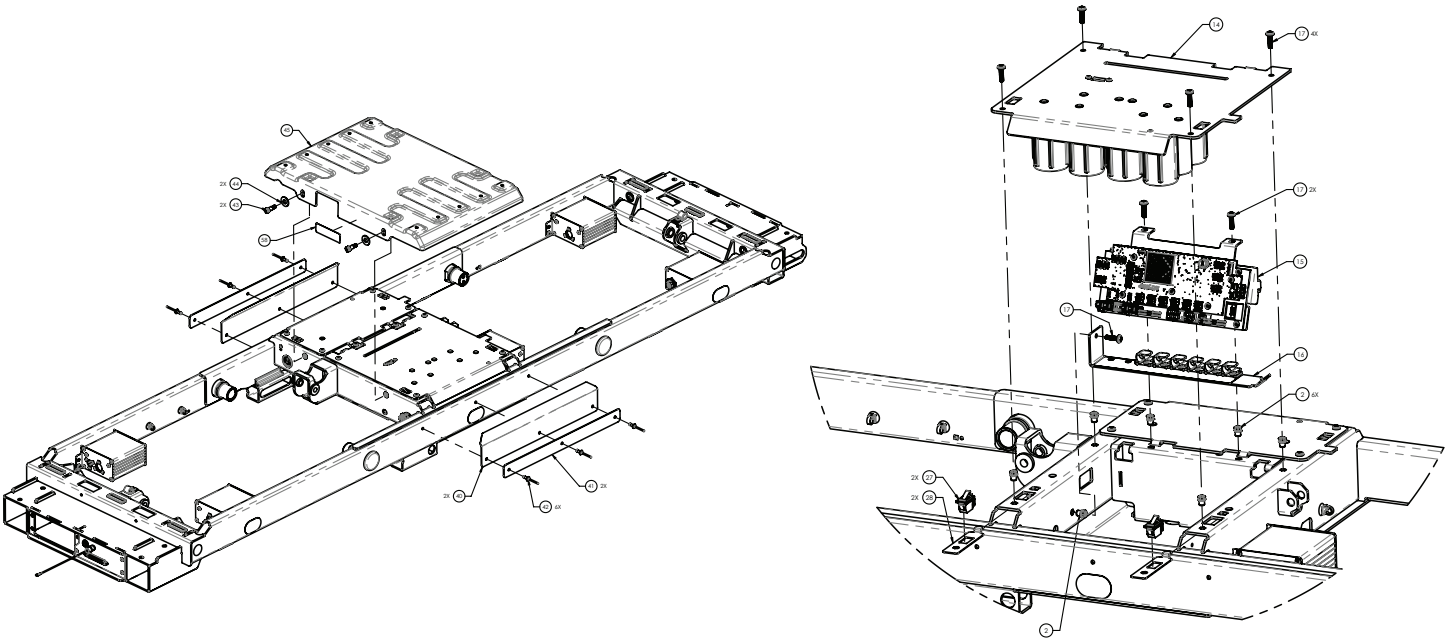

Figure 10 – Remplacement de l'UCP
6. À l'aide d'un tournevis hexagonal de 5/32 po, retirer et conserver les deux vis (43) et rondelles plates (44) qui fixent le bac d'interruption du mouvement (45) au châssis du plan de couchage. Retirer le bac d'interruption du mouvement (45) (Figure 10).
7. À l'aide d'un tournevis cruciforme n° 2, retirer et conserver les deux vis (17) du support de montage de la batterie le plus proche du centre du lit (Figure 10).
8. À l'aide d'un tournevis cruciforme n° 2, tout en soutenant le support de montage de la batterie d'une main, retirer et conserver les deux vis (17) du support de montage de la batterie le plus près de l'extérieur du lit (Figure 10).
13. Soulever pour retirer l'ensemble de plaque de montage de la batterie (14) du châssis du plan de couchage (Figure 10).
15. À l'aide d'un tournevis cruciforme n° 2, retirer et conserver les deux vis (17) qui fixent l'ensemble d'UCP au châssis du plan de couchage (Figure 10).
16. Saisir le support de montage de l'UCP (15) à l'endroit où les deux vis ont été retirées et tirer vers le bas.